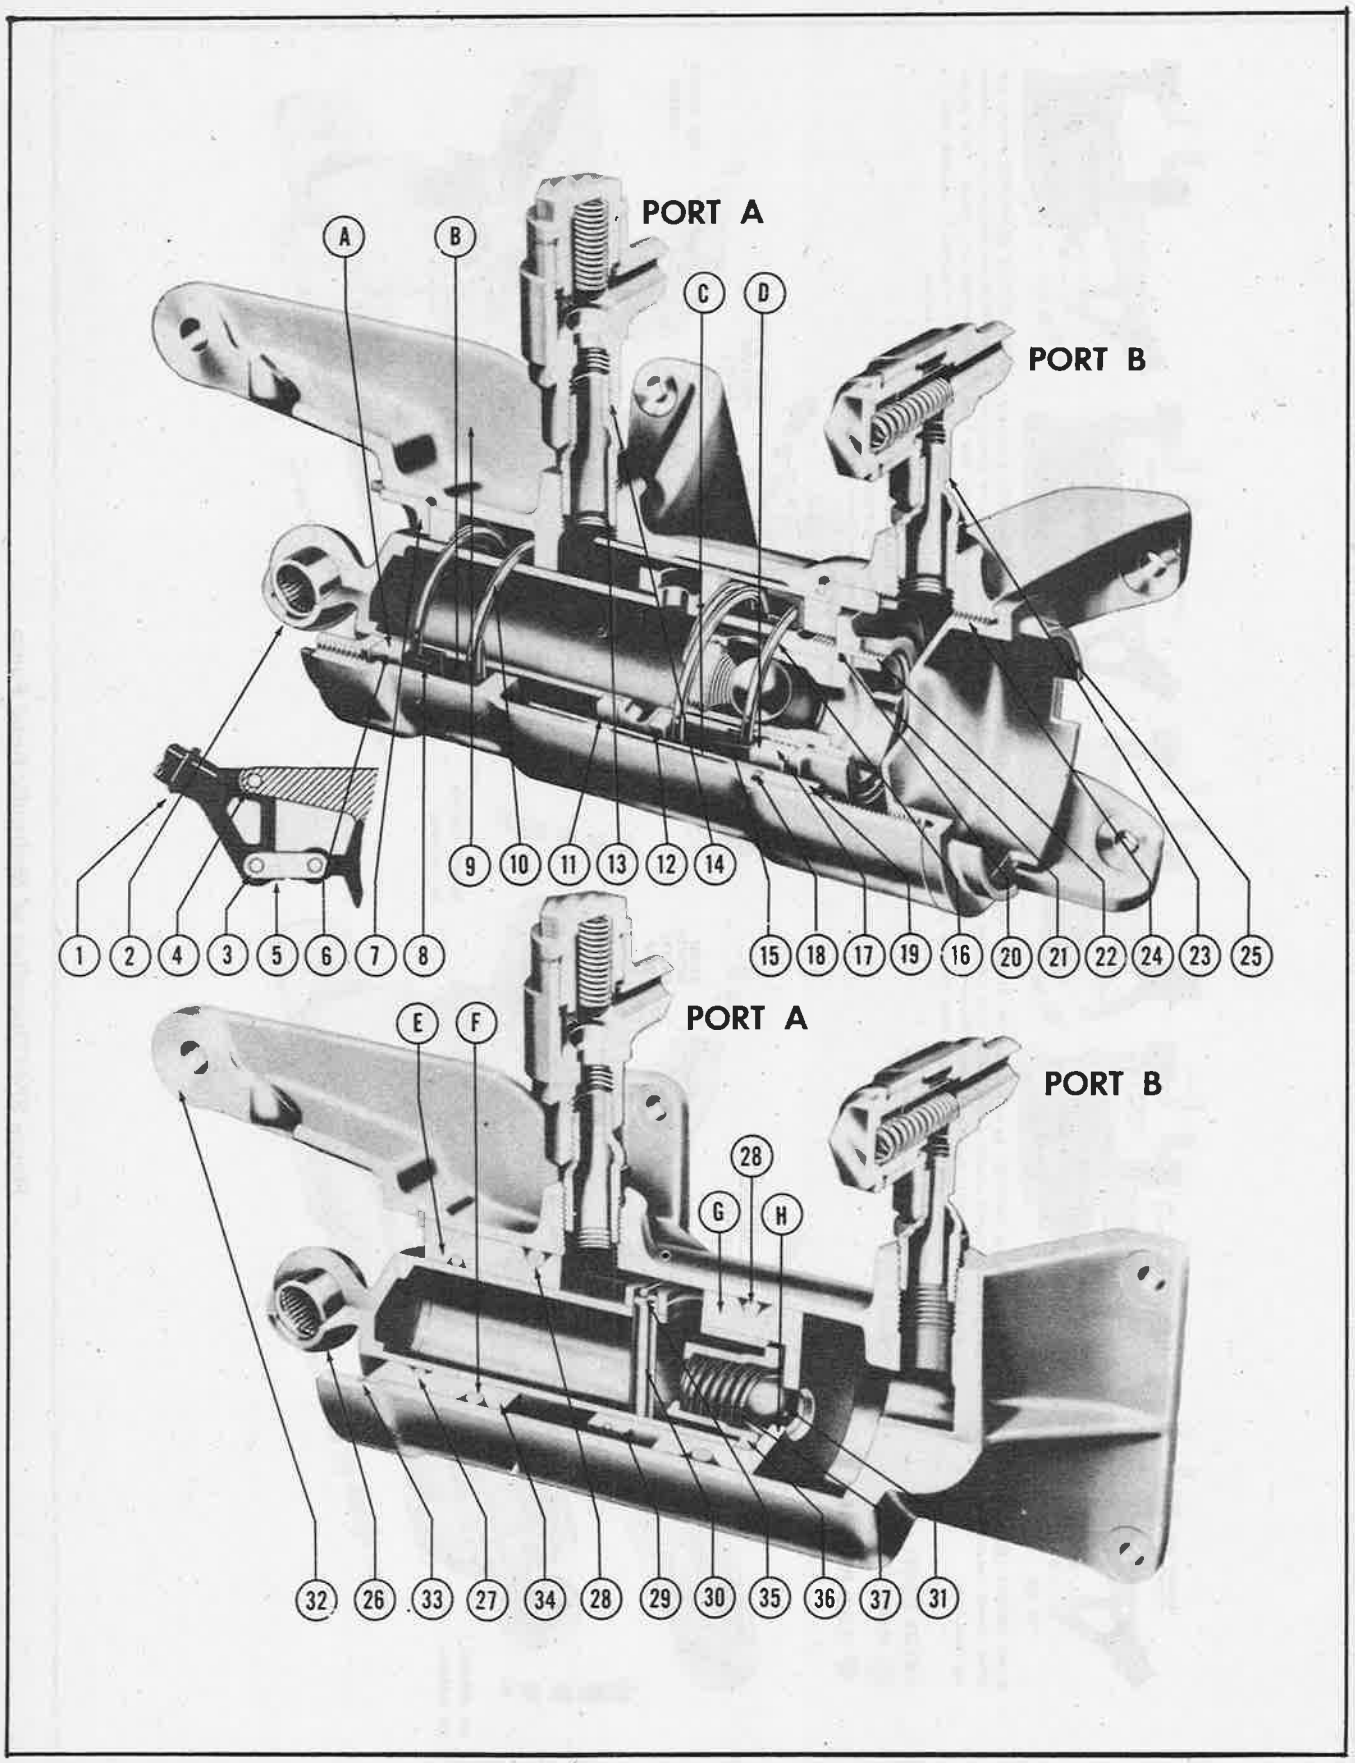

Figure 377—Hydraulic Hand Pump Assembly
KEY TO FIGURE 377
KEY TO FIGURE 377—Continued
a. C-47A and early C-47B airplanes—Disassembly of the hand pump should not be undertaken in the field but if disassembly is attempted refer to figure 377 and observe following procedure.
(1) Remove the handle assembly from the pump by removing the attaching bolts.
(2) Cut the lock wire and unscrew the collar end by using service tool No. K26409.
(3) Push the piston assembly out the rear end of the pump.
(4) Disassemble the check valve assembly in the piston assembly.
(6) Remove the packing ring, packing cup, and spring.
(7) Remove the check valves from the supply and pressure ports of the hand pump.
b. Late C-47B Airplanes—Disassembly of the hand pump should not be undertaken in the field but if disassembly is attempted refer to figure 377 and observe the following procedure.
(1) Remove the handle assembly of the hand pump by removing the attaching bolts.
(2) Remove snap ring.
(3) Pull piston assembly and packing gland from cylinder.
(4) Slip packing gland off of piston assembly.
(5) Remove retaining ring and retaining pin from piston assembly.
(6) Remove piston head and disassemble ball check.